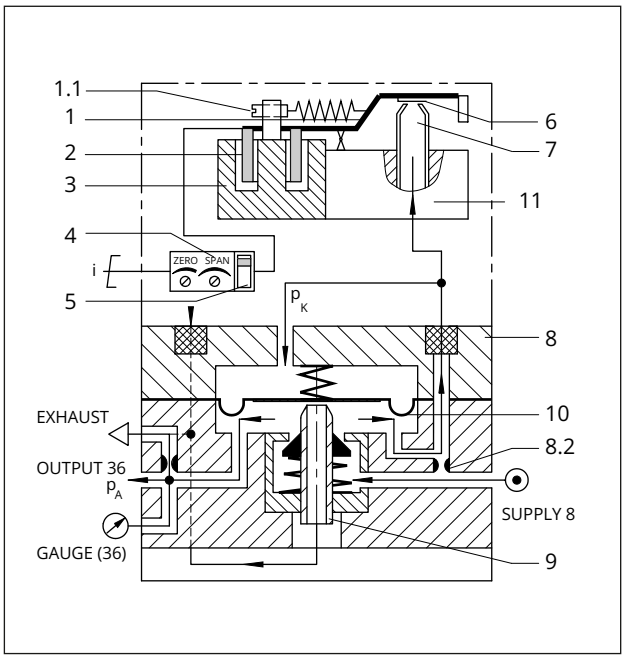

**Fig. 18:** *Functional diagram*
*If the device does not have a zero potentiometer, the zero point can only be adjusted mechanically at the zero point adjuster (1.1, Fig. 18). See Chapter 6.2. Some versions also do not have a potentiometer to adjust the span.*
The **ZERO** and **SPAN** potentiometers are accessible after opening the enclosure cover (see Fig. 18).
If the device does not have a zero potentiometer, the zero point can only be adjusted mechanically at the zero point adjuster (1.1, Fig. 18).
⇨ See Fig. 18.